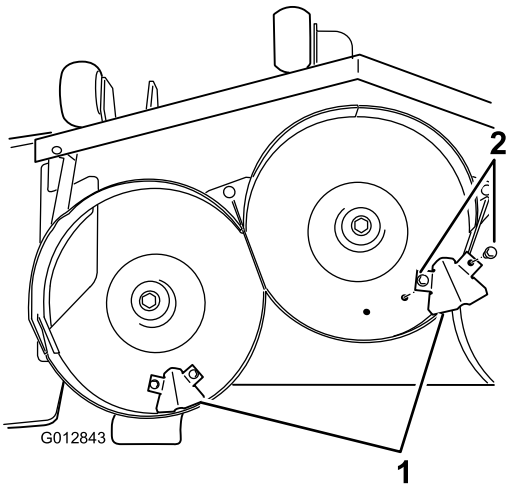

Figur 5
15. Leta reda på stötskärmarna och fyra flänsskruvar (5/16 x 3/4 tum) bland de lösa delarna. Montera skärmarna på däckets undersida på det sätt som visas i Figur 5. Fäst skärmarna vid däcket med fyra flänsskruvar (5/16 x 3/4 tum).